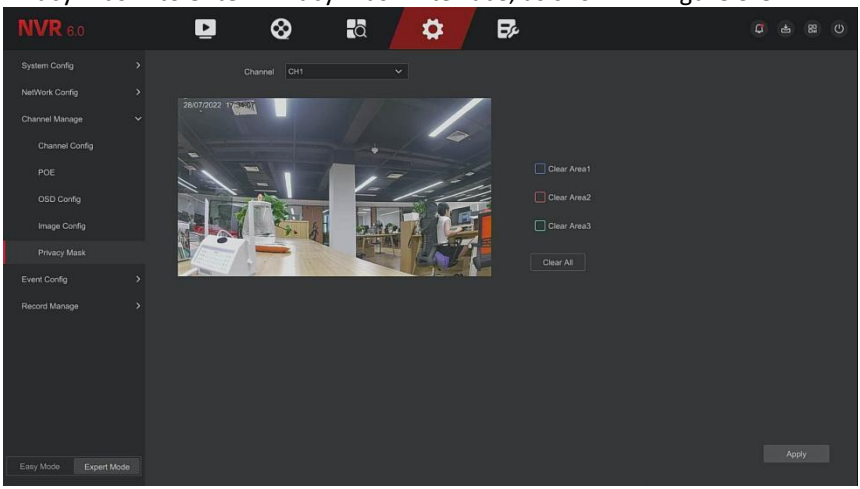

Figure 5-84
Step 1: In the main menu, click "Config → Expert Mode → Channel Manage → Privacy Mask" to enter Privacy Mask interface, as shown in Figure 5-84